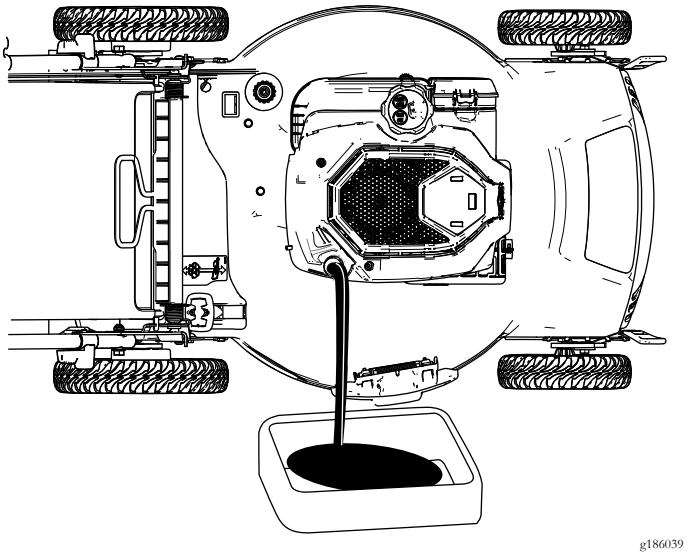
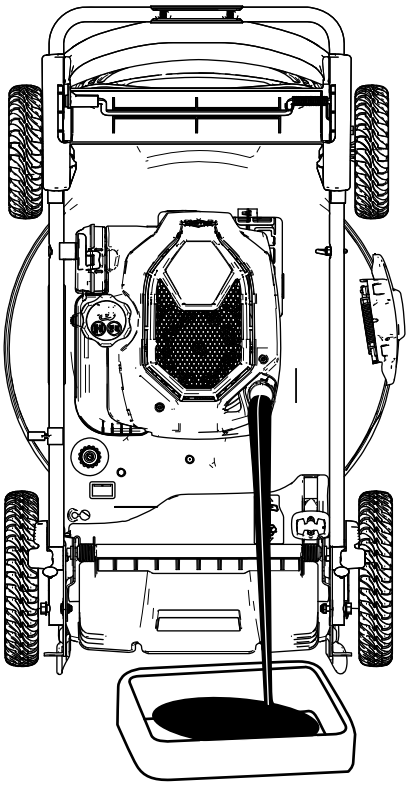

Figur 29
Figur 30
4. Tippa maskinen på sidan (med luftfiltret uppåt) för att tömma ut den gamla oljan från påfyllningsröret (Figur 29), eller ställ maskinen i lodrätt läge (Figur 30).